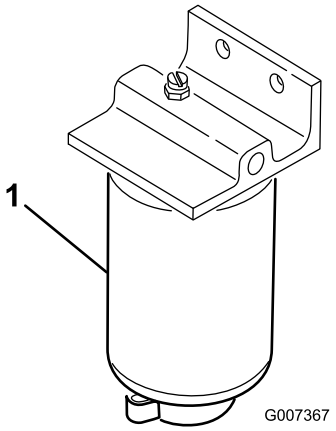

**Figur 27**
2. Placera ett kärl under filtret (Figur 27).
3. Öppna avtappningspluggen på botten av bränslefiltret och tappa ut eventuellt ansamlat vatten (Figur 27). Dra åt pluggen efter tömningen.